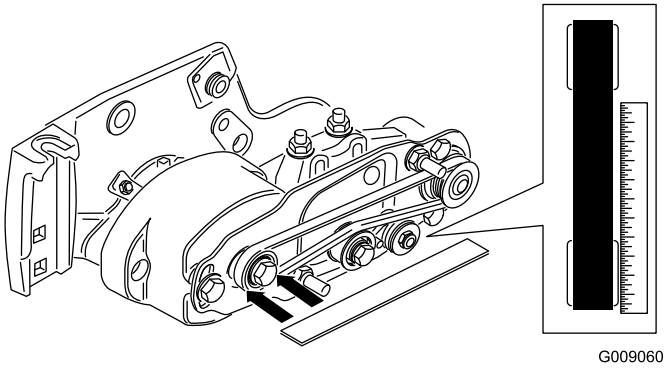

Figura 17
- Disponha uma régua de traçar ao longo da face externa da polia de **transmissão** (Figura 17). **Não** disponha a régua de traçar entre a polia acionada e a polia da transmissão.